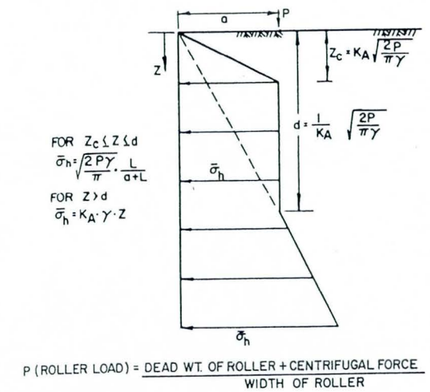

Figure 13
b. Compaction. Compaction of backfill in a confined wedge behind the wall tends to increase horizontal pressures beyond those represented by active or at-rest values. For guidance on horizontal pressure computations associated with the compaction of granular soil, see Figure 13 (after Reference 7, Retaining Wall Performance During Backfilling, by Ingold).